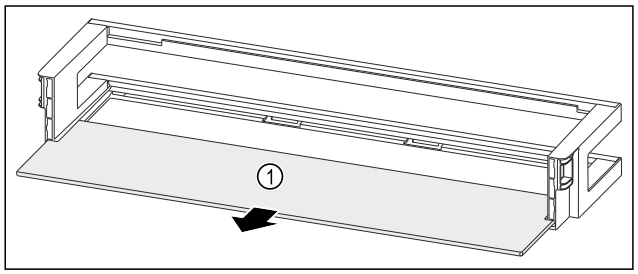

Fig. 199 Türabsteller mit Abstellfläche
▶ Abstellfläche *Fig. 199 (1)* entnehmen.